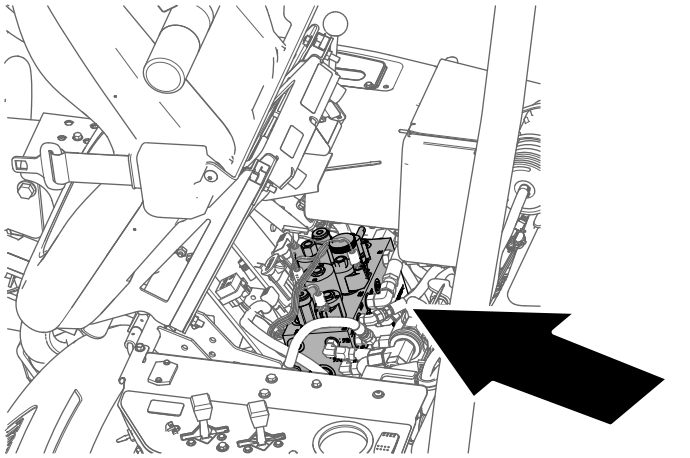

Figuur 64
2. Kantel de bestuurdersstoel naar voren en ondersteun hem met de steunstang (Figuur 64).